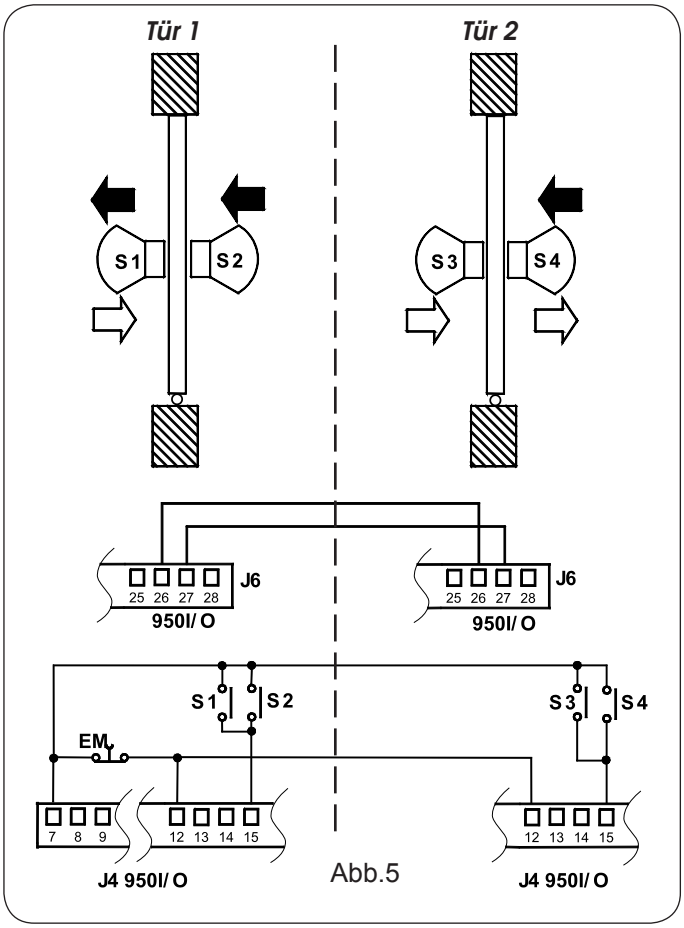

Abb.5
•Die Anschlüsse zwischen den Steuergeräten 950 I/O der beiden Automationen und den Sensoren gemäß den Angaben in Abb.5 vornehmen.